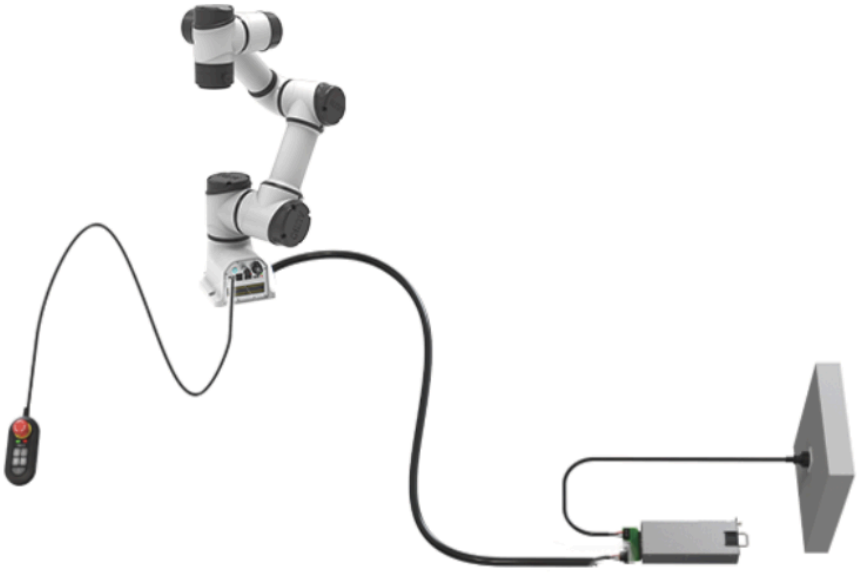

图 12-8 机器人系统连接示意图
- 如上图 12-8 所示将电缆连接到对应的机器人、控制手柄及直流电源（具体连接说明及警示信息请参见本章前述内容）。